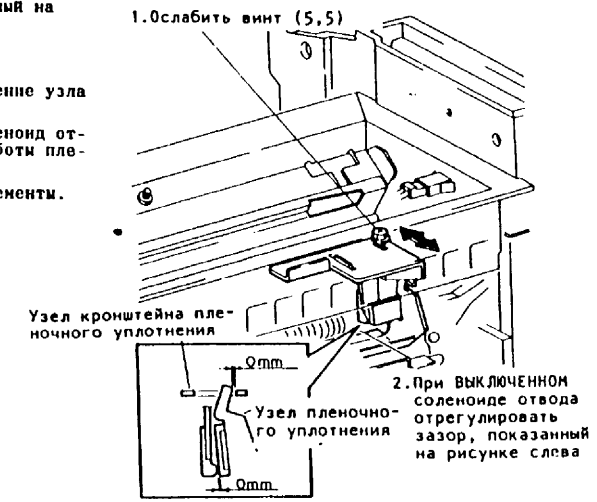

Рис.2. Регулировка положения узла пленочного уплотнения
1. (Рис.2): Отрегулировать положение узла пленочного уплотнения.